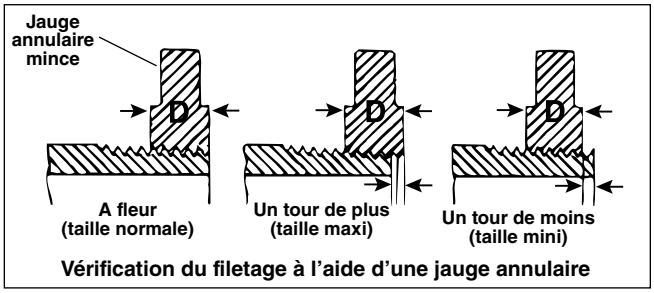

Figure 16 – Vérification du diamètre de filetage
3. Mesurez le diamètre du filetage. La méthode préférée consiste à utiliser une jauge annulaire. Il existe plusieurs types de jauge annulaire dont l'utilisation risque de différer de celle indiquée à la *Figure 16.*